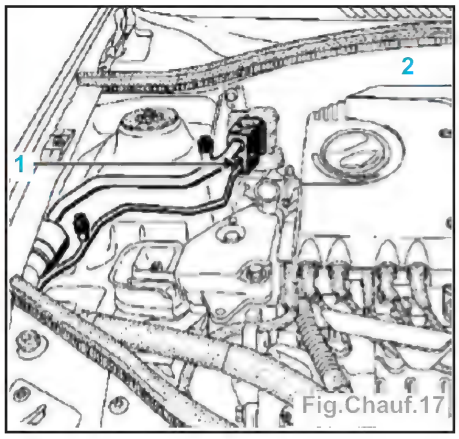

Fig.Chauf.17
- Débrancher les tubes de liaison de **R134a** (écrou 1) au détendeur (Fig.Chauf.17).